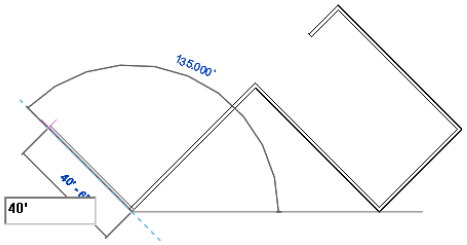

Figure 3-48 *Sketching the sixth inclined wall segment*
9. Next, create the connected wall segment of 40'(12192 mm) length, as shown in Figure 3-48.